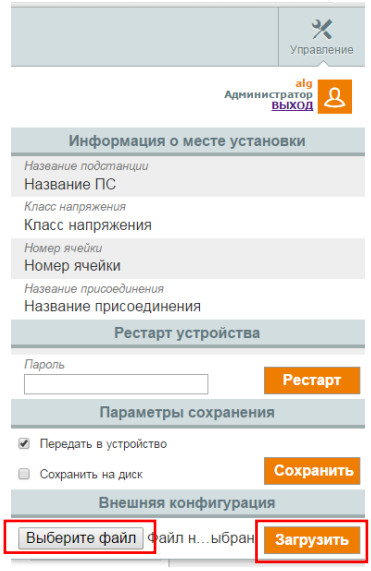

Рис.3.61 Загрузка внешней конфигурации
5) В появившемся всплывающем окне нажать кнопку «Выберите файл» и указать файл, который необходимо загрузить в устройство (рис.3.61). Далее нажать кнопку «Загрузить».